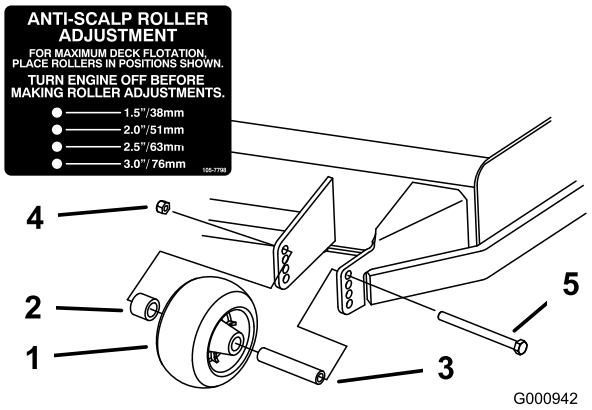
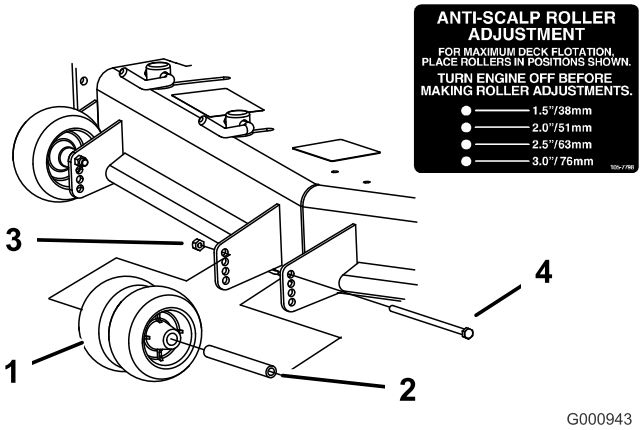
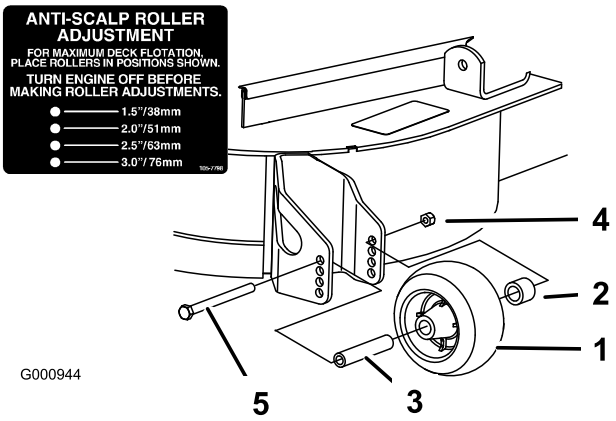

**Figure 26**
**Figure 27**
**Figure 28**
3. Adjust the anti-scalp rollers as shown in Figure 26, Figure 27, and Figure 28.